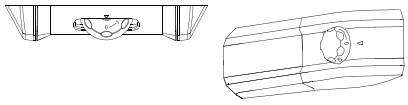

Fig.13
**1)** Draai de knop naar de stand „0“ (fig. 13)